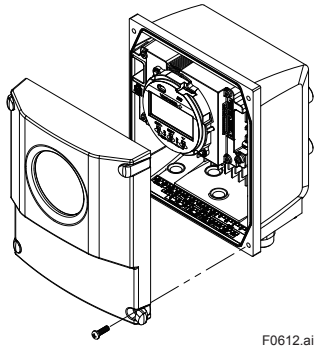

Figure 6.3.3 Removing the cover
(1) Remove the cover (See Figure 6.3.3).